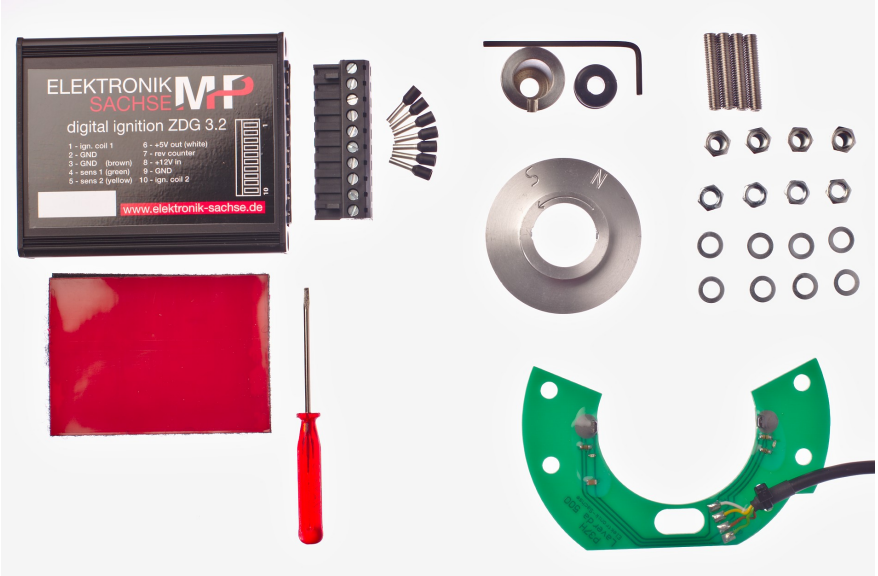

Abbildung 1 Lieferumfang
Abbildung 1 zeigt was im Paket mitgeliefert werden sollte. Zu beachten ist, daß die Abbildung eventuell nicht die aktuellste Version des Produktes zeigt. Beizeiten ändern wir die Produkte ab, so daß die Teile anders aussehen können, ein Teil fehlt oder eines hinzukommt. Falls es solche Abweichungen geben sollte oder etwaige andere Fragen, kontaktieren sie uns gerne.
- Den Magnetring in Pfeilrichtung so weit drehen, bis sich der S-Magnet kurz vor dem Sensor (Pfeil, siehe Bild 1) befindet.